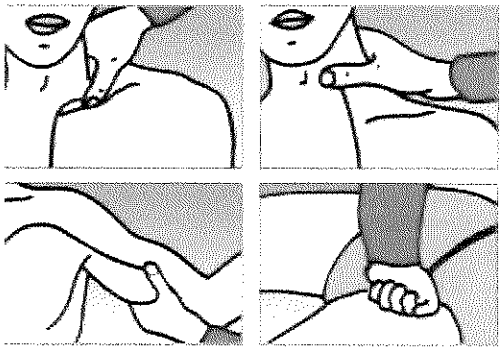

Fig.4
- Si no se detiene, habrá que hacer compresión a distancia en los siguientes puntos: **(Fig.4)** o CUELLO: carótida. o HOMBRO: retroclavicular. o BRAZO: arteria humeral (cara interna del brazo). o MUSLO: arteria femoral (ingle).